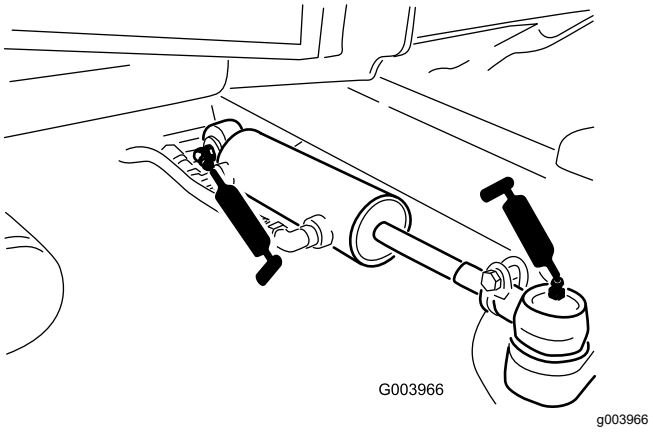

**Figuur 75**
- Kogelverbindingen van stuurcilinder (2) (Figuur 75)